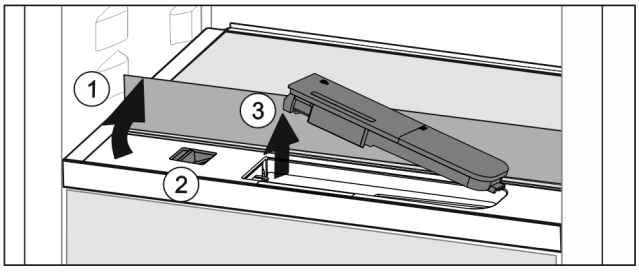

Fig. 43
▶ Glasplatte anheben und bis zum Anschlag nach hinten klappen *Fig. 43 (1)*.
▶ Schieber *Fig. 43 (2)* nach links schieben.
▶ Wassertank entnehmen *Fig. 43 (3)*.